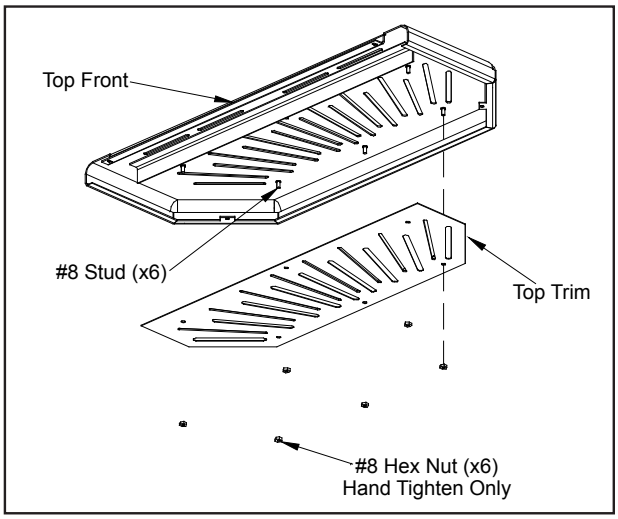

Figure 46: Top front with top tri
Place the new trim on its corresponding studs (see Figure 46) and finger tighten the six (6) #8 hex nuts.